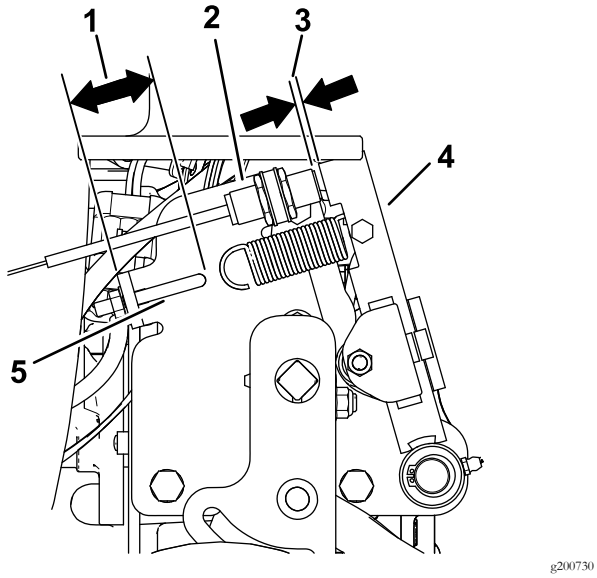

Рисунок 7
1. Отрегулируйте натяжение пружин, как показано на Рисунок 7.
2. Отрегулируйте переключатель нейтрального положения, как показано на Рисунок 7.